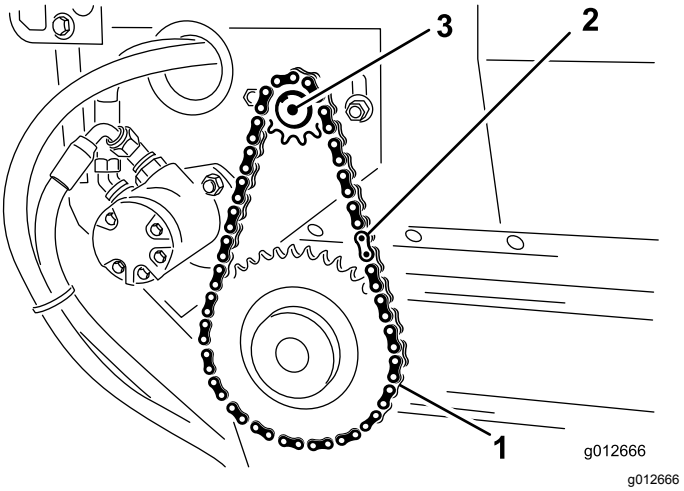

Rysunek 33
1. Załóż łańcuch na małe koło łańcuchowe i zamocuj go za pomocą ogniwa głównego (Rysunek 33).